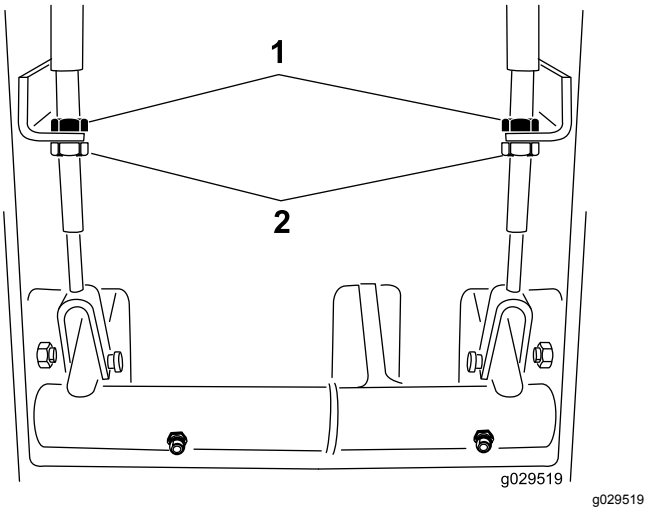

Figur 69
2. For at reducere bremsepedalernes frie vandring skal du løsne de forreste kontramøtrikker på bremsekablets gevindende (Figur 69).